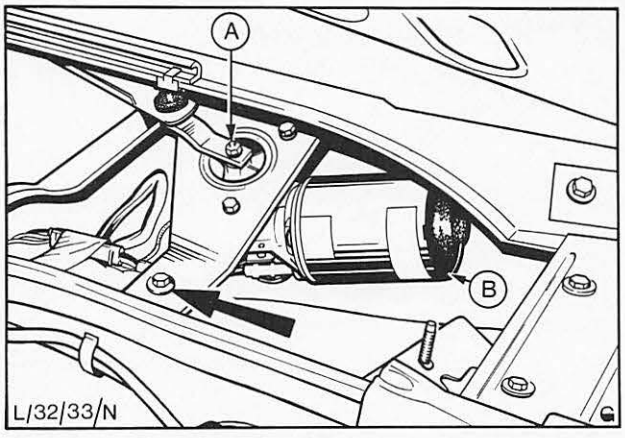

Abb. 28 Schraube – Halterung
8. Schraube der Halterung – Wischermotor an Karosserie entfernen, Abb. 28.